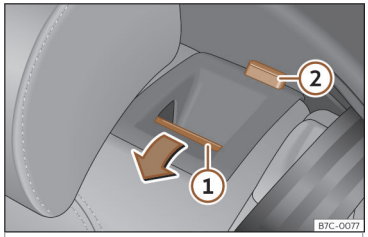

Abb. 108 Rücksitz: Rückenlehne vorklappen.
- Entriegelungstaste››› **Abb. 108** ① nach vorn ziehen und gleichzeitig die Rückenlehne umklappen. Die Rücksitzlehne ist entriegelt, wenn die rote Markierung des Tasters ② sichtbar ist.
Die Rücksitzlehne ist entriegelt, wenn die rote Markierung des Tasters››› **Abb. 108** ② sichtbar ist.